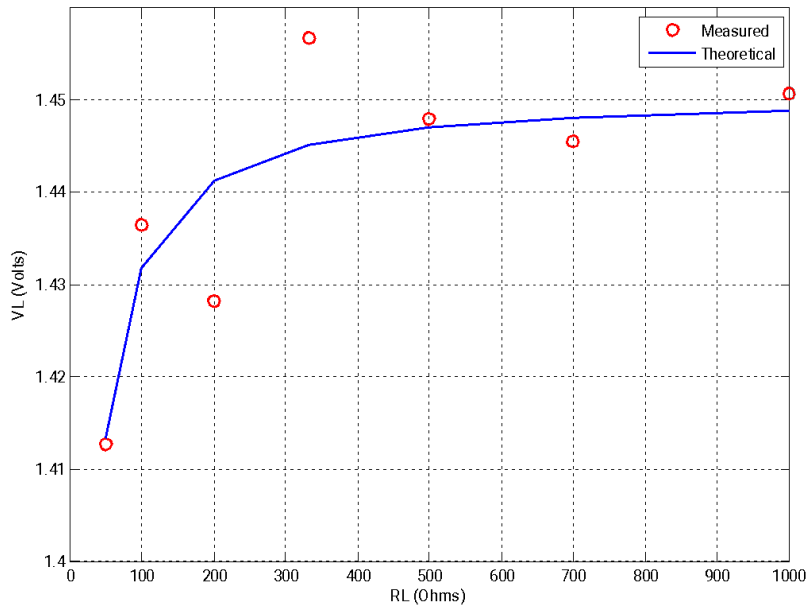

Figure 2.5: A typical plot showing a comparison of measured and theoretical values.
In your lab report, you should make a plot of your measured data (plot V_L vs. R_L). You should also find the appropriate theoretical curve (e.g., from equation (1)) with values of (R_S, V_S) that make the theoretical curve have the "best fit" to the measured data. In so doing, you will have determined the voltage, V_S, and internal resistance, R_S, of the battery. A typical plot is shown in Figure 2.5.